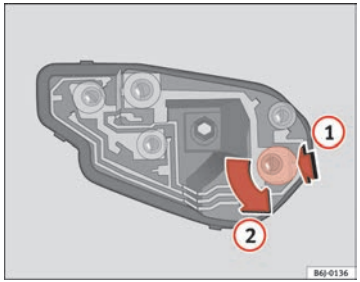

Fig. 145 Changing bulbs on tail lights
– Once the bulb holder has been removed, press downwards in the direction of the arrow (1) and at the same time, turn in the direction of the arrow (2) ⇒ fig. 145. ■